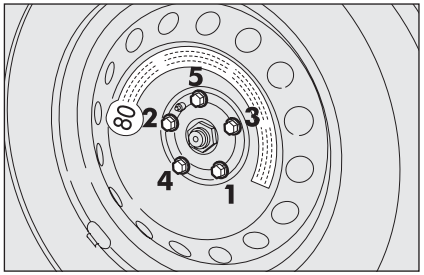

rys. 11
- ❒ przy użyciu klucza z wyposażenia, dokręcić do oporu śruby, na przemian po przekątnej zgodnie z kolejnością numeryczną pokazaną na **rys. 11**.
- ❒ przy pomocy klucza z wyposażenia dokręcić do oporu śruby mocujące zgodnie z kolejnością numeryczną pokazaną na **rys. 11**;
- ❒ opuścić samochód i wyjąć podnośnik, a następnie przy pomocy klucza z wyposażenia, dokręcić do oporu śruby zgodnie z kolejnością przedstawioną poprzednio dla zapasowego koła dojazdowego **rys. 11**.